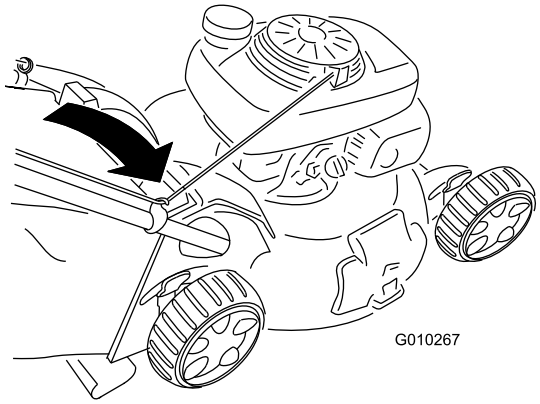

Figur 26
2. Før startsnoren rundt om det nedre snorestyr (Figur 26).